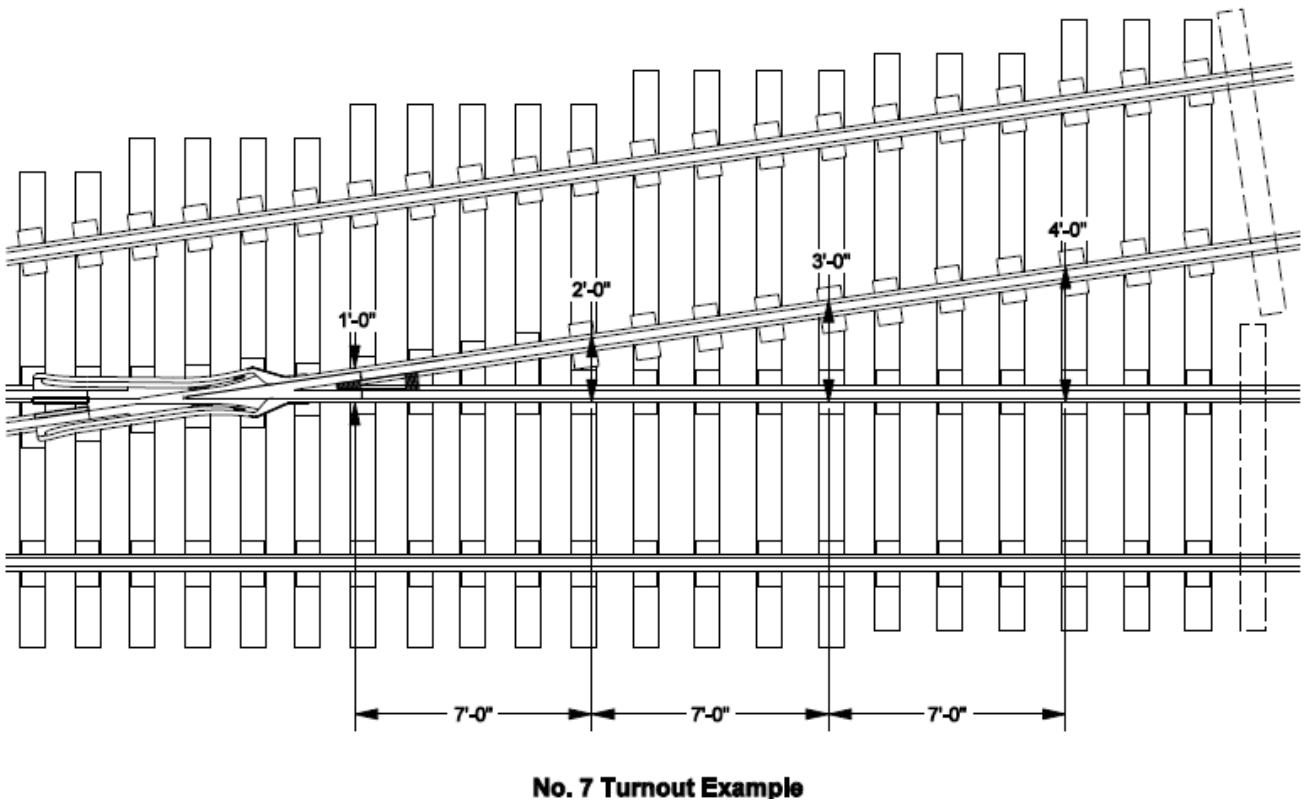

Figure 2-F
4. Continue this process until you establish all ordinates and spike through the last switch tie as shown in Figure 2-F.